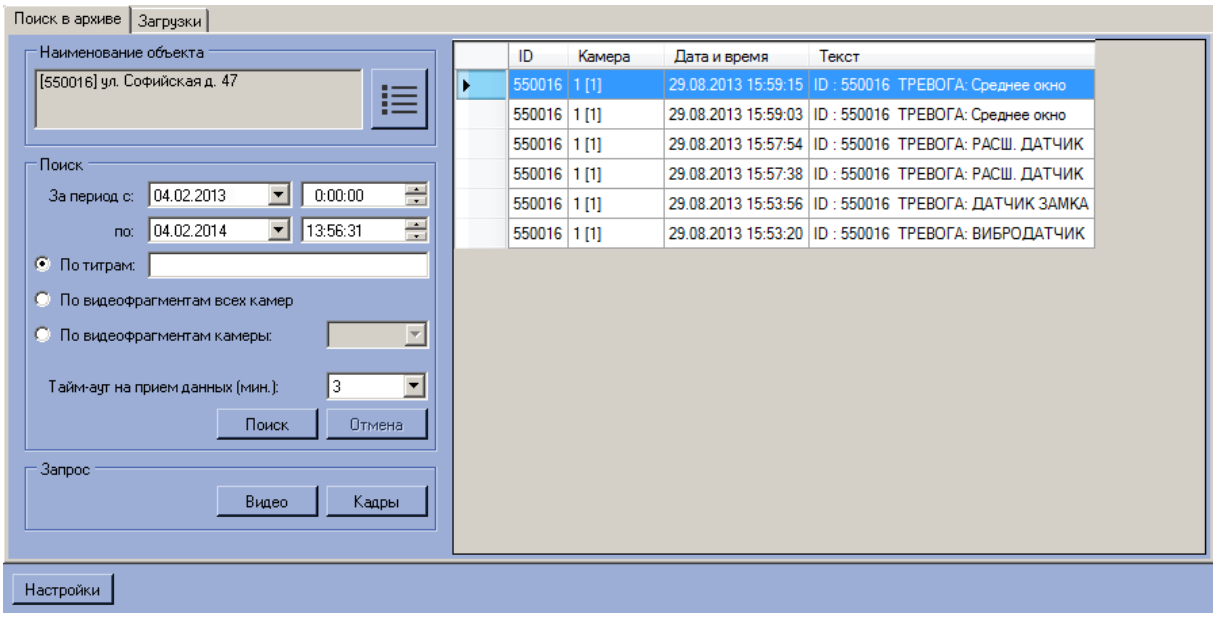

Рис. 5.2—2 Результаты поиска
6. В случае удачного завершения операции, результат поиска в архиве отображается в виде списка строк (Рис. 5.2—2). Количество передаваемых строк ограничено числом 500.